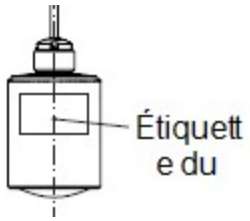
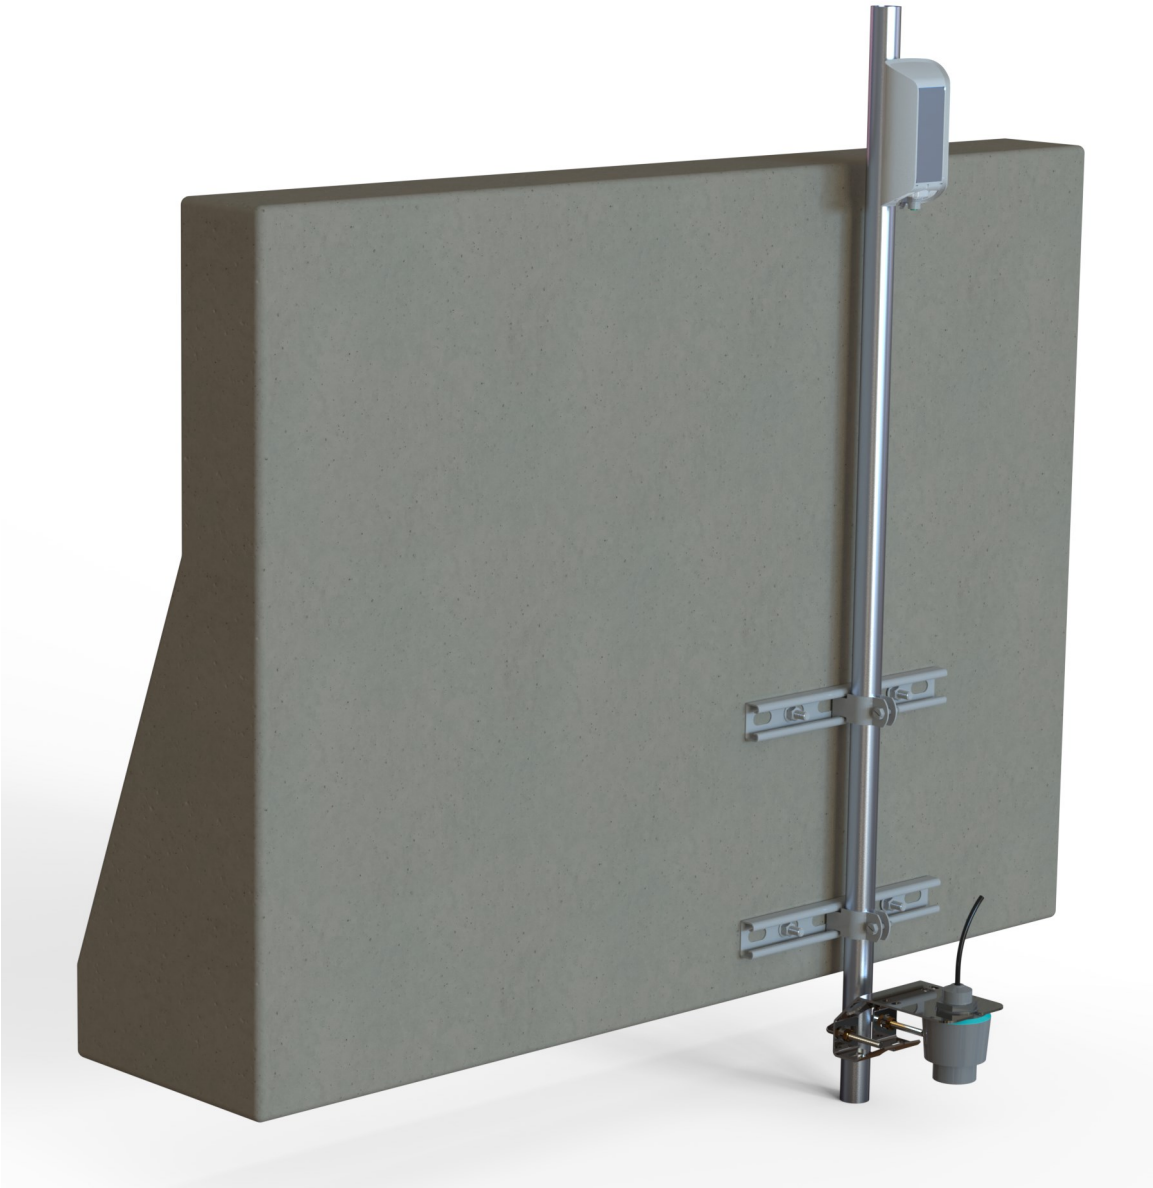

Figure 7-4. Marquage de polarisation
Figure 7-5. RangeVue 15 monté près d'un mur (câble non connecté).
3. Orientez le capteur de manière à ce que le milieu de l'étiquette du capteur soit aligné ou parallèle au mur ou au pilier (Figure 7-4 [p. 15] et Figure 7-5 [p. 15]).